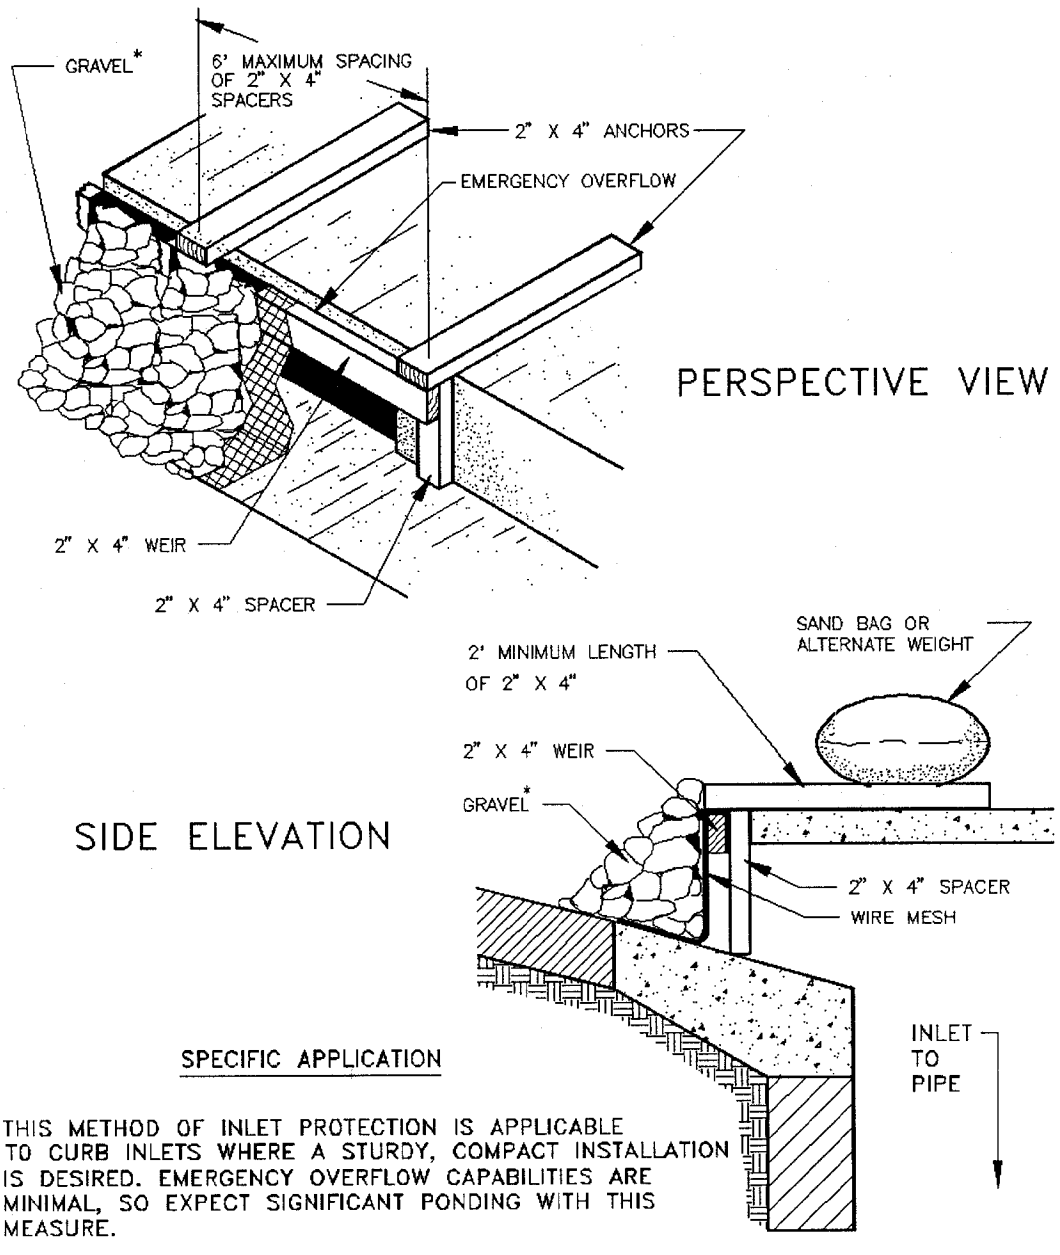

Figure 1-37 Wooden Weir Curb Inlet Protection (VA Dept of Conservation, 1992)
(1) Attach a continuous piece of wire mesh (30-inch minimum width x inlet throat length plus 4 feet) to the 2-inch x 4-inch wooden weir (with a total length of throat length plus 2 feet) as shown in Figure 1-37. Wood should be "construction grade" lumber.
(2) Place a piece of approved filter cloth of the same dimensions as the wire mesh over the wire mesh and securely attach to the 2-inch x 4-inch weir.
(3) Securely nail the 2-inch x 4-inch weir to the 9-inch long vertical spacers which are to be located between the weir and inlet face at a maximum 6-foot spacing.
(4) Place the assembly against the inlet throat and nail 2-foot (minimum) lengths of 2-inch x 4-inch board to the top of the weir at spacer locations. These 2-inch x 4-inch anchors should extend across the inlet tops and be held in place by sandbags or alternate weight.
(5) The assembly should be placed so that the end spacers are a minimum 1 foot beyond both ends of the throat opening.
(6) Form the wire mesh and filter cloth to the concrete gutter and against the face of curb on both sides of the inlet. Place coarse aggregate over the wire mesh and filter fabric in such a manner as to prevent water from entering the inlet under or around the filter cloth.
(7) This type of protection should be inspected frequently and the filter cloth and stone replaced when clogged with sediment.
(8) Assure that storm flow does not bypass inlet by installing temporary earth or asphalt dikes directing flow into inlet.